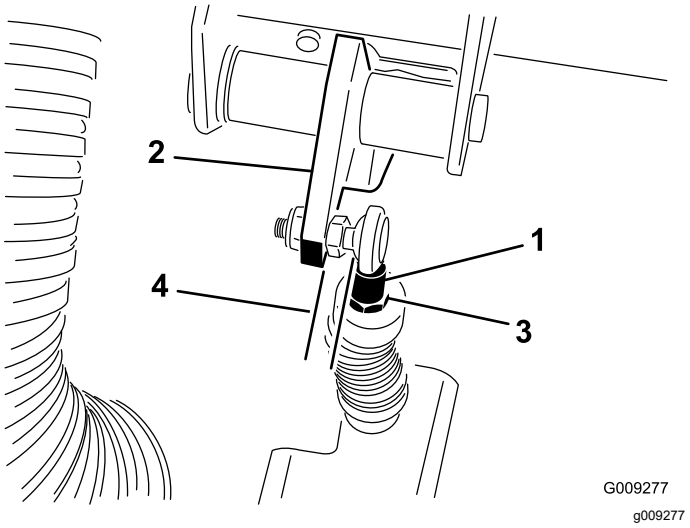

**Figura 65**
***Importante:*** **Asegúrese de que la rótula de la varilla está situada correctamente en la bola, sin estar torcida, y que permanece paralela al pedal del embrague después de apretar la contratuerca (Figura 65).**